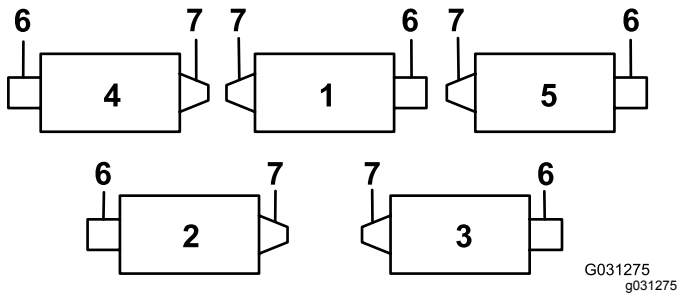
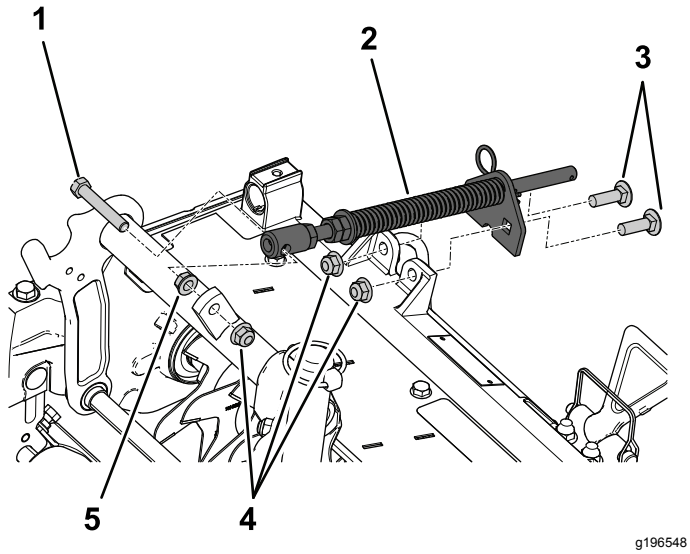

Figure 4
Figure 7
Le graisseur doit être monté sur le côté moteur de cylindre du verticutter. Voir le schéma suivant pour déterminer la position de chaque moteur de cylindre (Figure 4).
3. Pour installer les cylindres de tonte verticale 2 et 4 (Figure 4), déplacez la masse d'extrémité de l'autre côté de l'unité de coupe.
Montez le ressort de compensation du même côté que le moteur de cylindre (Figure 4 et Figure 7).